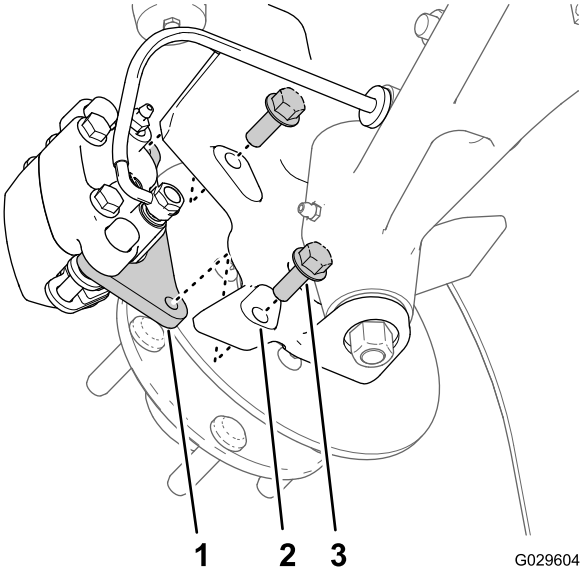
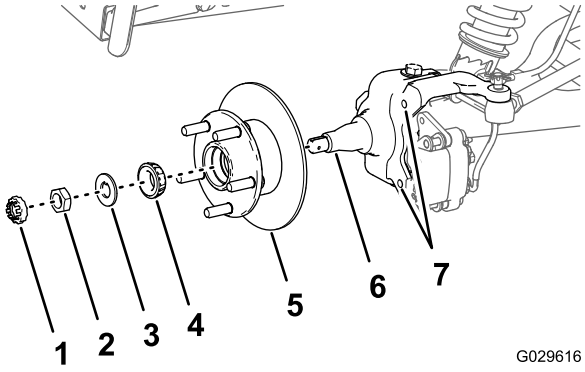

Figur 31
Figur 35
3. Fjern flenshodeboltene (3/8 x 1 tomme) som fester braketten for bremseenheten til spindelen og skiller bremsen fra spindelen (Figur 31).
1. Påfør et tynt lett lag av det spesifiserte smørefettet på spindelen (Figur 35).
2. Monter nav og rotor på spindelen med rotoren på innsiden (Figur 35).
3. Monter det utvendige lageret på spindelen, og plasser lageret i det utvendige setet (Figur 35).
4. Monter skiven med tapp på spindelen (Figur 35).
5. Skru spindelmutteren på spindelen og trekk til mutteren mens du roterer navet (Figur 35).
2. Innrett bremseklossene på begge sider av rotoren (Figur 31) og hullene i kaliperbraketten med hullene i bremsemonteringen på spindelrammen (Figur 35).
3. Monter kaliperbraktten til spindelrammen (Figur 31) med de to flenskhodeboltene (3/8 x 1 tomme), og trekk til boltene med et moment på 47 til 54 Nm.